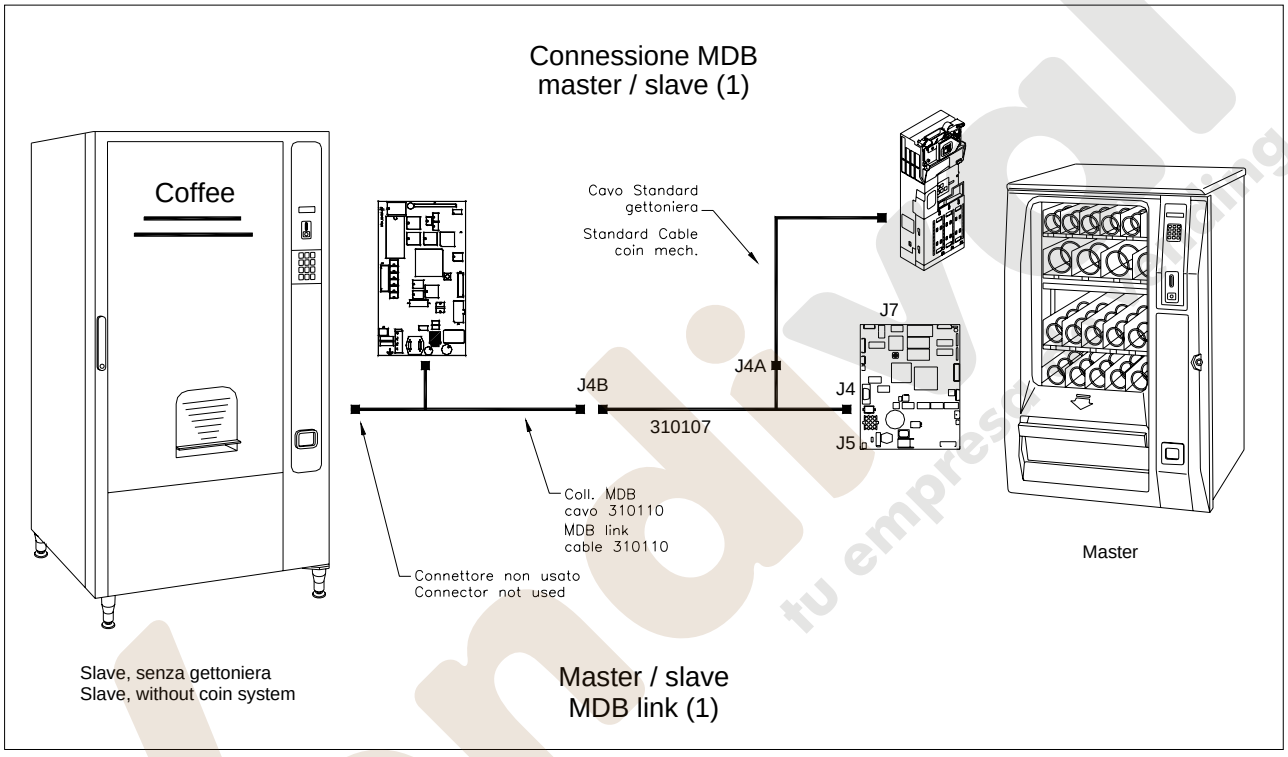

FIG. 7
- Conectar la caja recaudadora MDB en el conector J4A (véase Fig. 7).